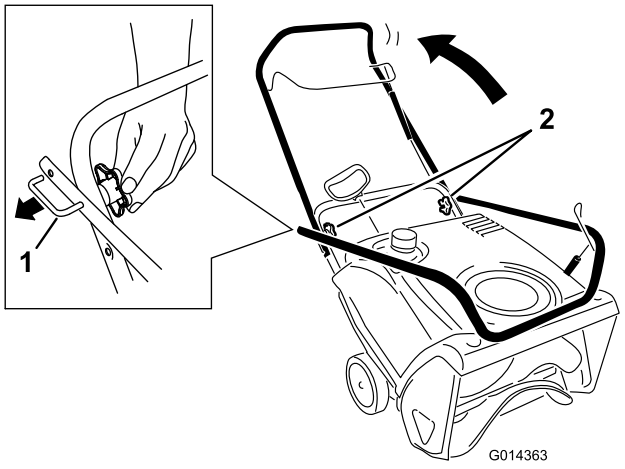

Figure 4
1. Desserrez les boutons du guidon, sortez les dispositifs de blocage en « U » jusqu'à ce que le guidon bouge librement, puis faites pivoter le guidon en position d'utilisation (Figure 4).